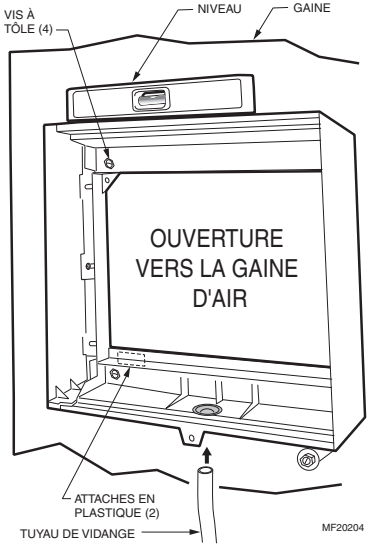

**Fig. 5. Installation de l'humidificateur sur une gaine.**
8. S'assurer que le boîtier de l'humidificateur est de niveau, puis le placer de manière que les attaches de plastique soient sur *l'arête de la tôle inférieure de l'ouverture*. S'il y a lieu, aplatir les bords à l'aide de pinces. Voir la Fig. 5.